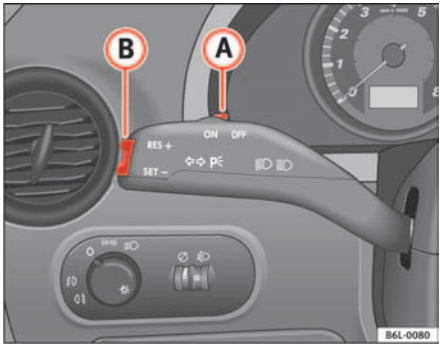

Fig. 102 Turn signal and main beam lever: switch and rocker switch for CCS
– Press the lower part **SET** of the rocker switch ⇒ fig. 102 (B) once briefly when you have reached the speed you wish to set.